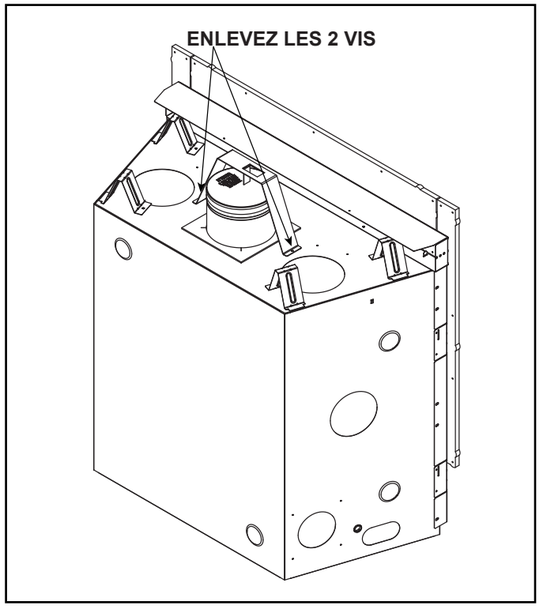

Figure 6.3 RAVE32-IFT-B - Support d'expédition en position d'expédition
1. Enlevez les deux vis pour retirer le support d'expédition. Jetez le support d'expédition. Voir la figure 6.3.